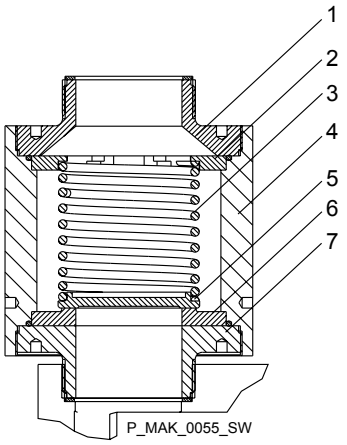

Рис. 27: пластинчатый клапан в разрезе (здесь показан DN65)
1. Выкрутив болты, откройте крышку клапана (7) со стороны всасывания, см. Рис. 27.
2. Осторожно извлеките детали из корпуса клапана (4).
6. Только для DN 65: Вставьте диск с отверстиями (2) и корпус клапана (4).
7. Вставьте нажимную пружину (3) в корпус клапана (4).